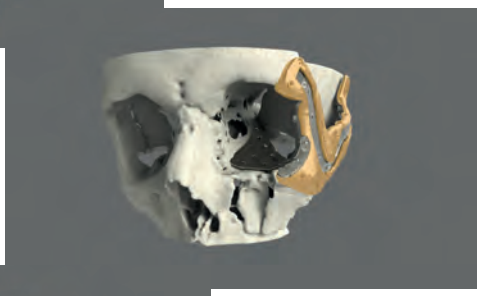
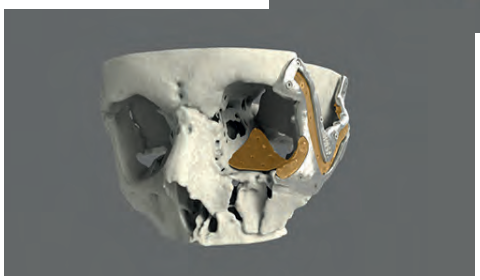

Figure 2. Guide de repositionnement
Figure 3. Guide de repositionnement avec implants en place
- Le guide de repositionnement (figure 2) a permis de placer les sections osseuses dans leur emplacement définitif avant d'introduire l'implant zygomatique et le plancher orbital (figure 3).